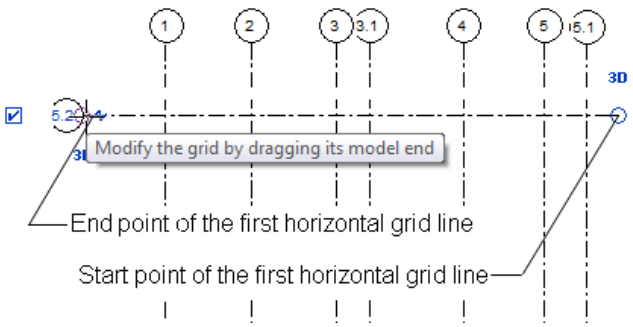

Figure 3-52 *The location of the start point and endpoint of the first horizontal grid line*
18. Move the cursor horizontally toward the left until it has crossed the vertical grid line marked **1**. Click in the drawing area to create the first horizontal grid line, as shown in Figure 3-52.